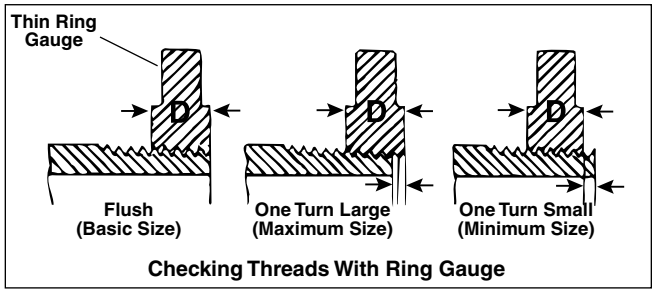

Figure 16 – Checking Thread Size
3. Inspect the size of the thread. The preferred method of checking thread size is with a ring gauge. There are various styles of ring gauges, and their usage may differ from that shown in *Figure 16.*